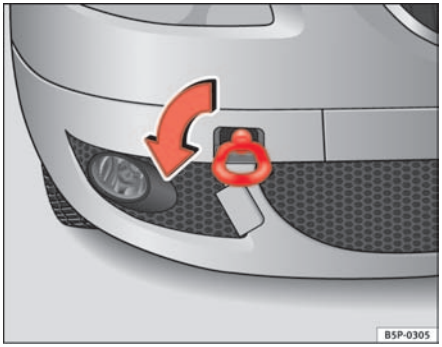
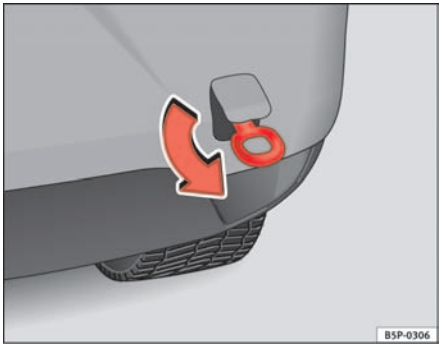

Fig. 198 The front right section of the vehicle: Fitting the front towing eye
Fig. 199 Fitting the towing eye to the rear of the vehicle
– Screw the towing eye as shown by arrow *anti-clockwise* to the limit position in the front ⇒ page 259, fig. 198 or rear ⇒ page 259, fig. 199 threaded hole.